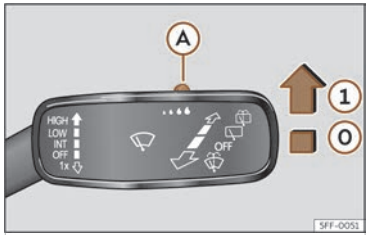

Fig. 112 Levier des essuie-glaces : régler le détecteur de pluie Ⓐ.
Poussez le levier dans la position souhaitée >>> fig. 112.
Après avoir coupé le contact et l'avoir remis, le capteur de pluie reste activé et reprend sa marche lorsque l'essuie-glace se trouve dans la position ››› **fig. 112** ① y et que vous circulez à plus de 16 km/h (10 mph).